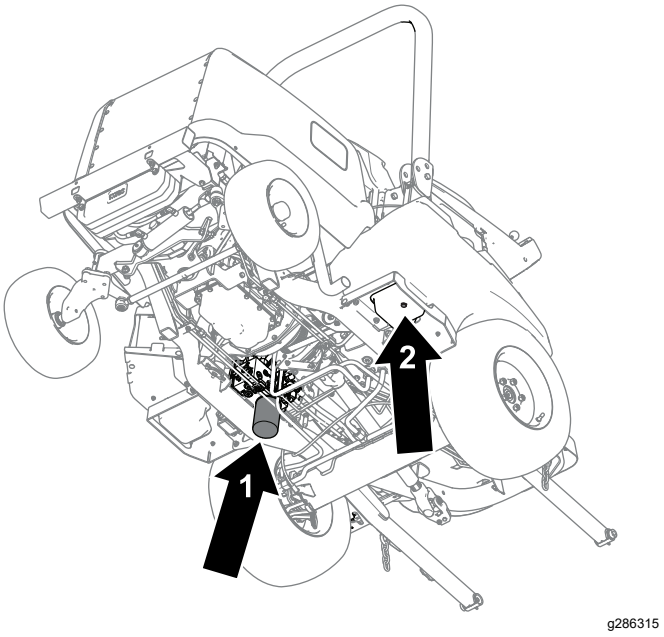

Bild 85
4. Nehmen Sie die Ablassschraube unten am Behälter ab und lassen Sie die Hydraulikflüssigkeit in die Auffangwanne ablaufen (Bild 85).
6. Stellen Sie eine Auffangwanne unter den Filter (Bild 85), entfernen Sie den Filter und lassen Sie das restliche Öl in die Auffangwanne laufen.